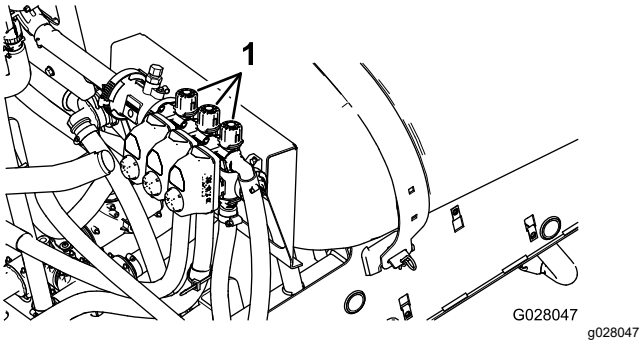

Figuur 22
2. Schakel de linkerspuitboom uit en stel de omloopknop van de spuitboom (Figuur 22) zodanig in dat de drukmeter de eerder gewijzigde waarde aangeeft (doorgaans 2,75 bar).
4. Stel de omloopknop van de rechterspuitboom (Figuur 22) zodanig in dat de drukmeter de eerder gewijzigde waarde aangeeft (doorgaans 2,75 bar).
6. Stel de omloopknop van de middelste spuitboom (Figuur 22) zodanig in dat de drukmeter de eerder gewijzigde waarde aangeeft (doorgaans 2,75 bar).